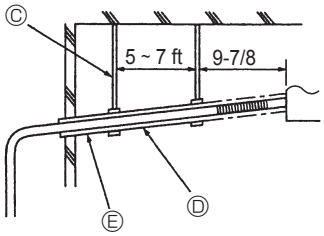

Fig. 8-2
(4) Vérifier que la déclivité du tuyau d'écoulement est supérieure à 1/100. (Fig. 8-2)